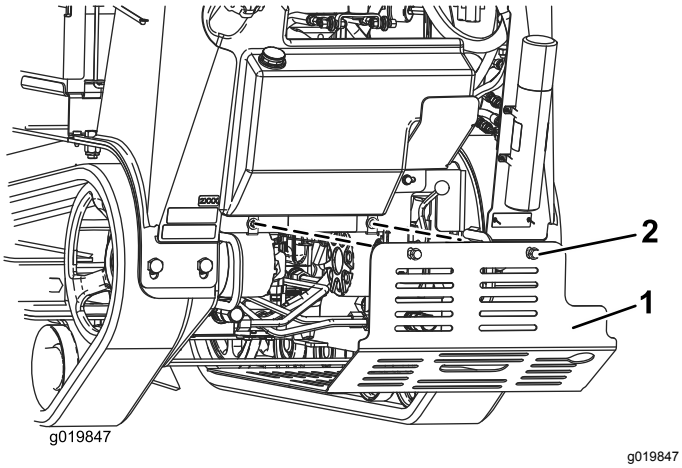

Figur 26
3. Lossa en i taget av bottenskyddets 2 skruvar tills skyddet kommer loss (Figur 26).
5. Montera skyddet innan du använder maskinen genom att skjuta in bottenskyddet i maskinen så att det vilar på alla fyra flikarna och fäst den med de två skruvarna som du lossade tidigare (Figur 26).